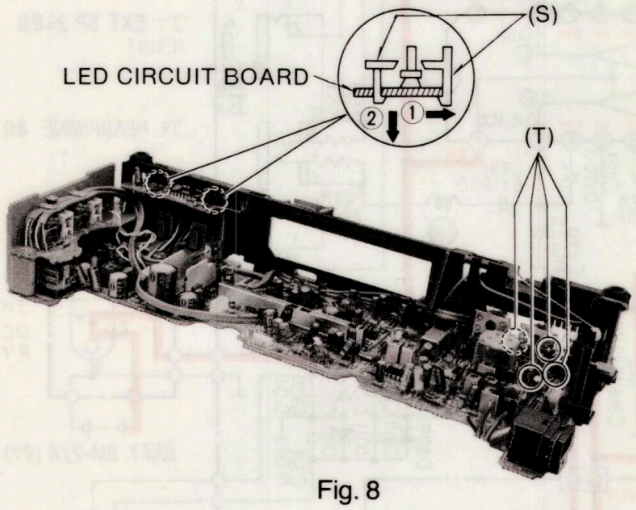

Fig. 8
*1, Remove the LED Circuit Board in the direction of arrow① and ② as shown in fig. 8.